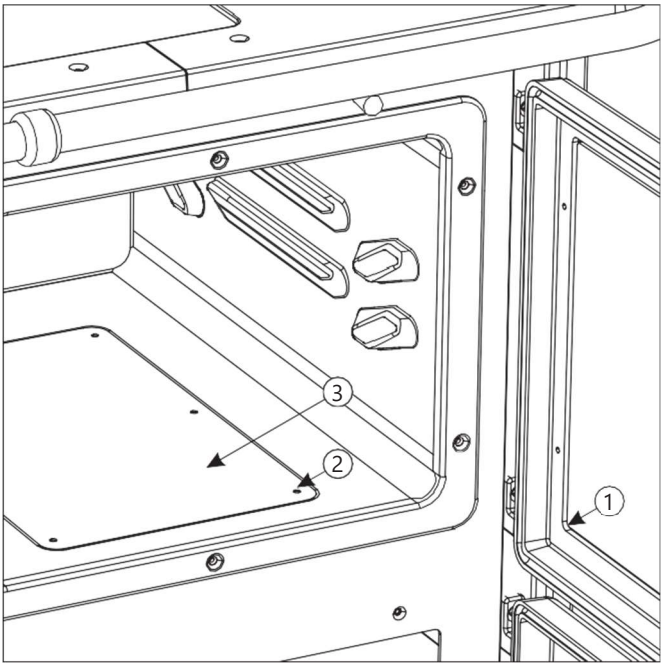

Abbildung 7
Reinigung der Strömungskanäle für die gasförmigen Verbrennungsprodukte unterhalb des Backofens (Abbildung 7) - öffnen Sie die Backofentür (1), lösen Sie die 6 Schrauben (2) am Boden des Backofens und entfernen Sie die Abdeckung des Bodens des Backofens (3). Beseitigen Sie Rußablagerungen vom Boden des Herds und unterhalb des Bodens des Herds. Nach der Reinigung setzen Sie die Abdeckung des Bodens des Backofens in die ursprüngliche Position zurück und befestigen Sie ihn mit Schrauben an den Boden des Backofens.
Alle für die Montage erforderlichen Teile sind getrennt verpackt und werten mit dem Herd geliefert. Auf der Abbildung 7 (Seite 49) ist die Montageweise der Galerie dargestellt, die der Nutzer selbst nach dem Auspacken des Herds durchführen soll.